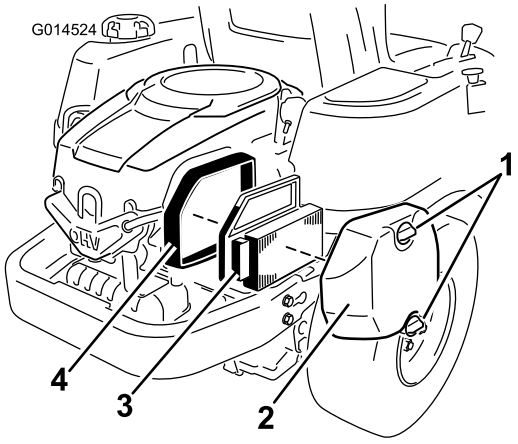

Figur 30
1. Avlägsna luftrenarkåpan (Figur 30).
2. Ta bort luftrenarinsatsen med gummitätningen (Figur 30).
5. Montera luftrenarelementet med den veckade sidan vänd utåt, och sätt gummitätningen på luftrenarbasens kanter (Figur 30).
6. Sätt tillbaka luftrenarkåpan och fäst den med de två vreden (Figur 30).